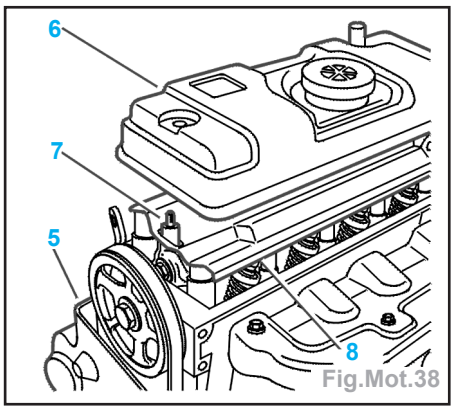
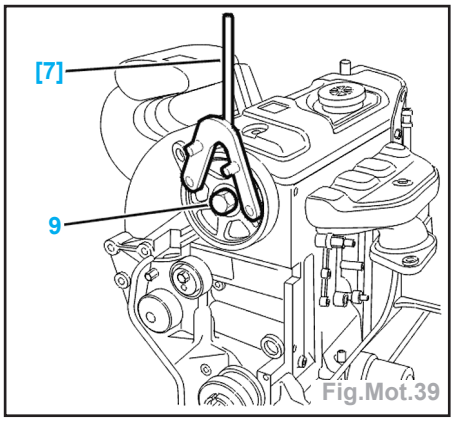

Fig.Mot.38
Fig.Mot.39
- Piger le volant moteur à l'aide de la pige de volant moteur (**ref. 0132-QY**).
- Déposer (Fig.Mot.38) :
• le couvre-culasse (6),
• les deux entretoises (7),
• la tôle déflectrice (8).
- Immobiliser le pignon d'arbre à cames à l'aide de l'outil [7] (Fig.Mot.39).
- Desserrer la vis (9).